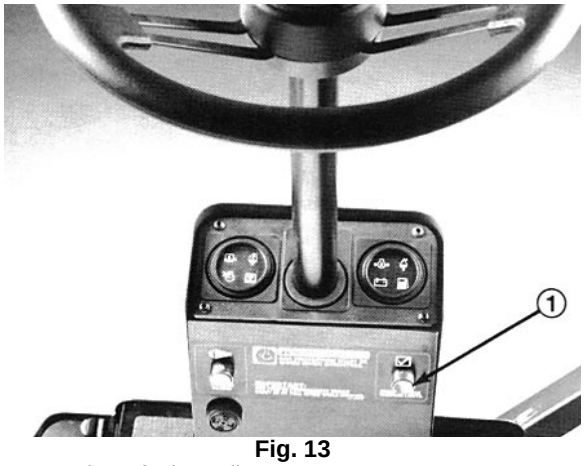

Fig. 13
1. Aktivér parkeringsbremsen og drej tændingsnøglen til TILSLUTTET (ON). Tryk på testknappen for kontrollamperne (Fig. 13). Alle lamper bør lyse og alarmen bør lyde.